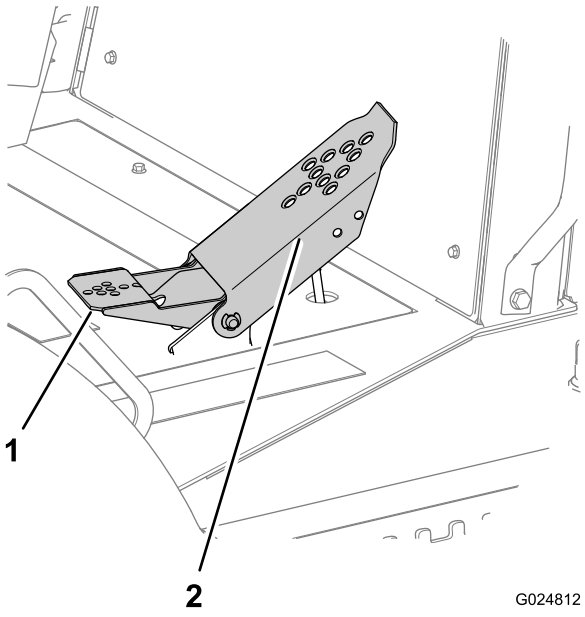

Figura 45
- Spingete in giù la parte superiore del pedale per far procedere la macchina in avanti (Figura 45).
- Spingete in giù la parte inferiore del pedale per far procedere la macchina indietro (Figura 45).
- Per ridurre la velocità della macchina o per arrestarla, spostate il pedale in su verso la posizione di folle (Figura 45).